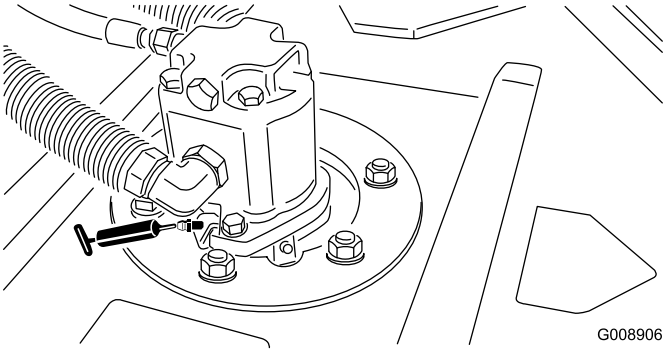

Figur 48
- Klippenhetens spindelaxellager (2 per klippenhet) (Figur 48)